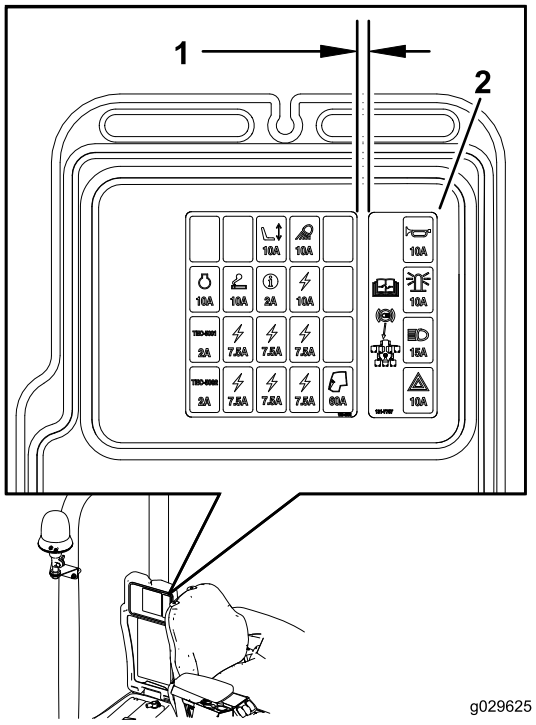

Figur 42
2. Monter sikringsdåsens mærkat på opbevaringskassens dæksel (Figur 42).